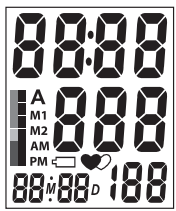

Рис.2
3. На дисплее кратковременно высветятся все символы (рис.2), прозвучат два коротких звуковых сигнала и прибор начнет автоматически нагнетать воздух в манжету.